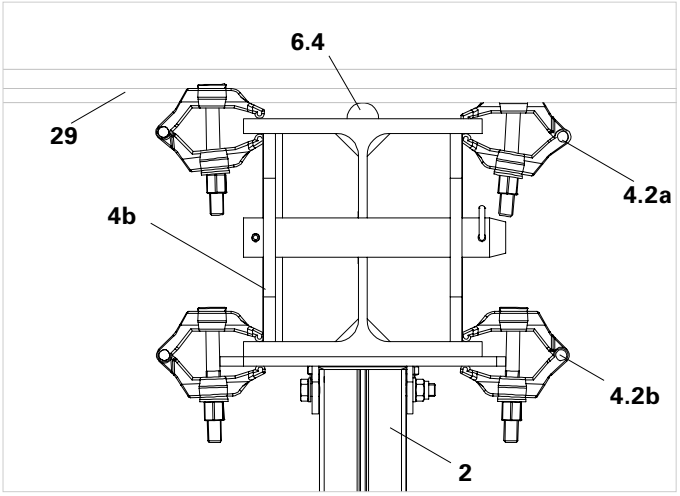

Fig. B1.01
Install centering bar (6.4) between the Main Beams HDT (4b) and longitudinal beams (29). (Fig. B1.01)